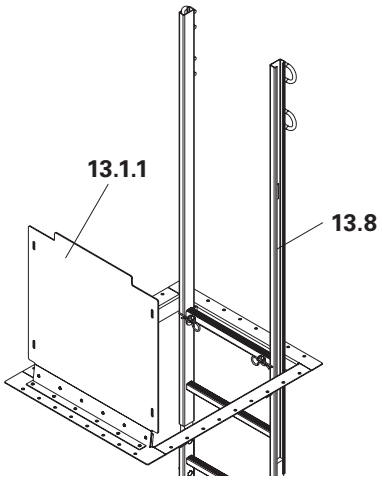

Abb. B4.05
2. Vormontierte Leiter (**13.6 + 13.8**) mit Kran in Luke (**13.1**) heben und nach unten lassen, so dass die oberste Sprosse der Leiter im U-Profil der Luke liegt (Abb. B4.05).